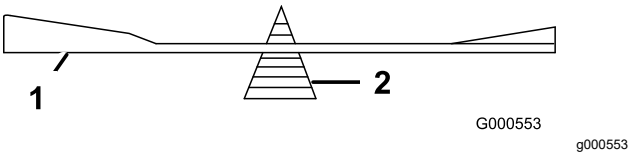

**Figure 63**
2. Check the balance of the blade by putting it on a blade balancer (Figure 63).